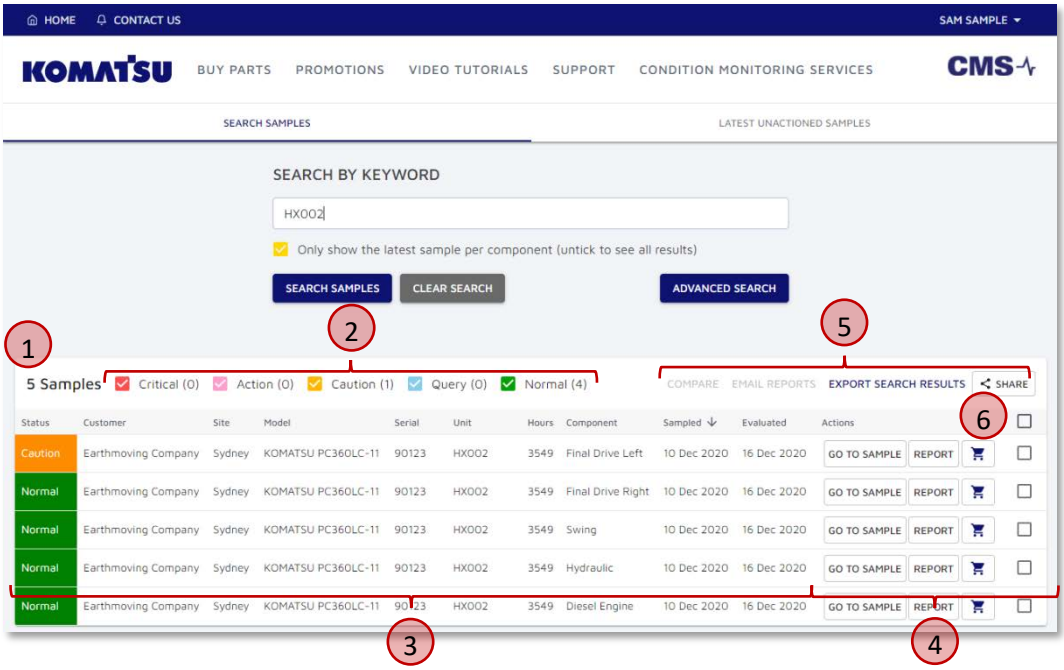

Figure 2.5 Example Sample Search Results
An example set of search results has been provided in Figure 2.5.
A count of sample results (① in Figure 2.5) is displayed, to provide us with an idea of how many results there are.
Each of the sample statuses are shown, along with a count of the number of sample results in each status (② in Figure 2.5).
The sample information (③ in Figure 2.5) provides us with a number of rows of information, with each row representing a sample. The columns of data in the search results are explained in Table 2.3.
To the right of the sample information are 3 buttons (④ in Figure 2.5):
From the search results, there are some actions we might want to take, without going to other screens. These can be taken using the buttons provided (⑤ in Figure 2.5).
The **Email Reports** button will email the sample reports for all selected samples to email addresses that we specify. First, we need to select one or more samples in the search results by using the tick-boxes for the samples (⑥ in Figure 2.5). The **Email Reports** button will now be available to select.
by using the tick-boxes for the samples (⑤ in Figure 2.5). The **Compare** button will then become available to select. Once clicked on, we will be taken to the compare samples page. See section 3.5 for more details on this page.
The **Action/Remove** button will allow a user to quickly mark multiple samples as being actioned, which will then remove them from the latest unactioned samples results (section 2.3). First, we need to select one or more samples in the search results by using the tick-boxes for the samples (⑤ in Figure 2.5). The **Action/Remove** button will then become available to select. Once clicked, the selected samples will be removed from your results.